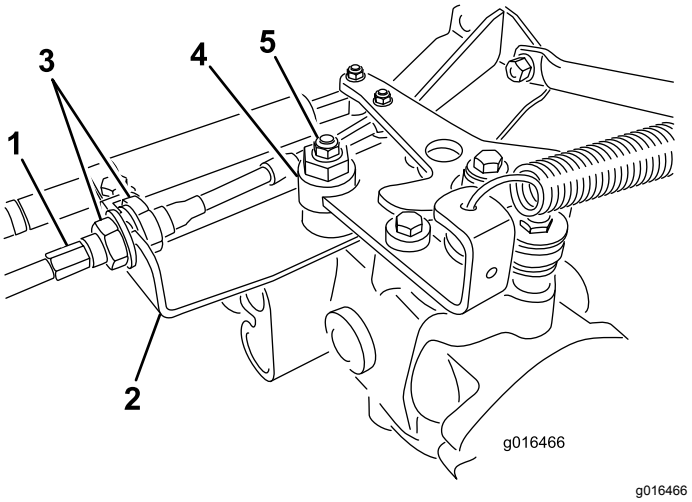

Figur 43
A. Løsne begge låsemutterne som fester trekkontrollkabelen til hydrostatens skillevegg (Figur 43). Påse at låsemutterne er like løse, og at de er løse nok til at du kan foreta en justering.
B. Løsne mutteren som fester eksenteren til toppen av hydrostaten (Figur 43).
D. Stram eksenteren til den ikke beveger seg i noen retning. Når hjulet ikke lenger roterer, må du stramme mutteren som låser eksenteren og justeringen (Figur 43).
E. Stram låsemutterne på hver side av skilleveggen **like mye**, slik at du fester trekkabelen til skilleveggen (Figur 43). Ikke vri kabelen.